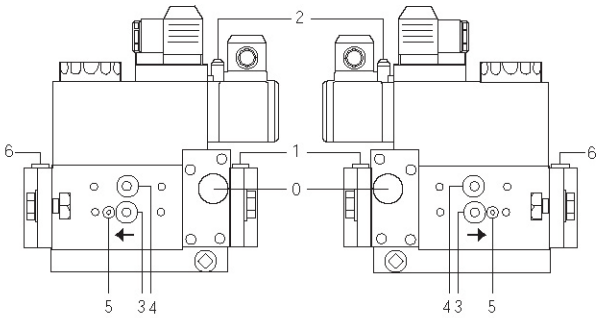
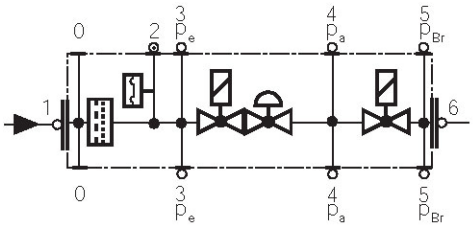

Fig. 25
Fig. 26
- Change the filter if the pressure difference between pressure connection 1 and 3 (Fig. 25-Fig. 26)is $\Delta p > 10$ mbar.
- Change the filter if the pressure difference between pressure connection 1 and 3 (Fig. 25-Fig. 26) is twice as high compared to the last check.